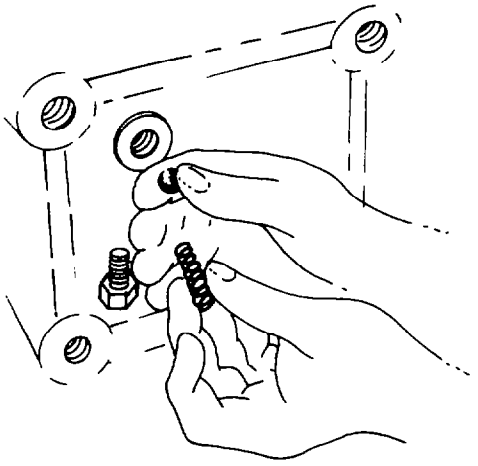

Fig. 233 — Removing the Detent Ball and Spring
y. Remove the selector shaft detent ball retaining bolt which is located at the right-hand mounting pad. Remove the detent ball spring, and with the aid of a magnet remove the detent ball (see fig. 233).